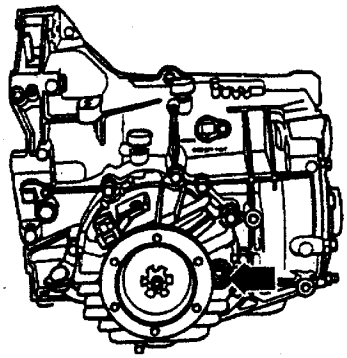

图 3－120
(1) 如图 3－120 所示，拆下密封塞图中箭头所示，检查齿轮油油位。